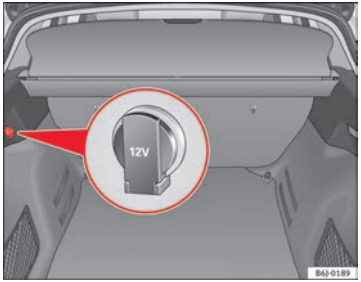

Fig. 88 Detailed view of the side trim in the luggage compartment: 12 volt power socket
– Lift the power socket cover ⇒ Fig. 88.